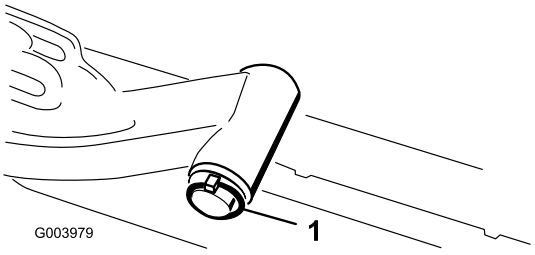

Figuur 12
A. Verwijder de lynch-pen en de ring waarmee de as van het draaipunt van de hefarm is bevestigd aan de hefarm, en schuif de as uit de hefarm (Figuur 12).
C. Steek de as van de hefarm in de hefarm en zet deze vast met de ring en de lynch-pen (Figuur 12).